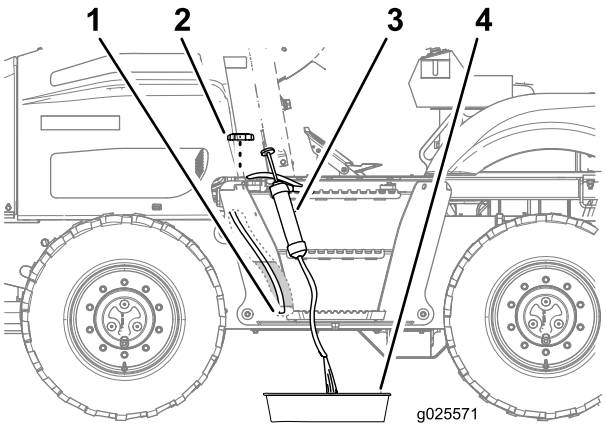

Rysunek 71
1. Zdejmij korek wlewu paliwa ze zbiornika paliwa (Rysunek 71).
2. Przeprowadź wąż ssący syfonu przez szyjkę wlewu zbiornika paliwa i doprowadź go do spodu zbiornika (patrz Rysunek 71).
3. Włóż wąż odprowadzający syfonu do miski drenażowej (Rysunek 71).
6. Nałóż korek na szyjkę wlewu lub zbiornik paliwa (Rysunek 71).